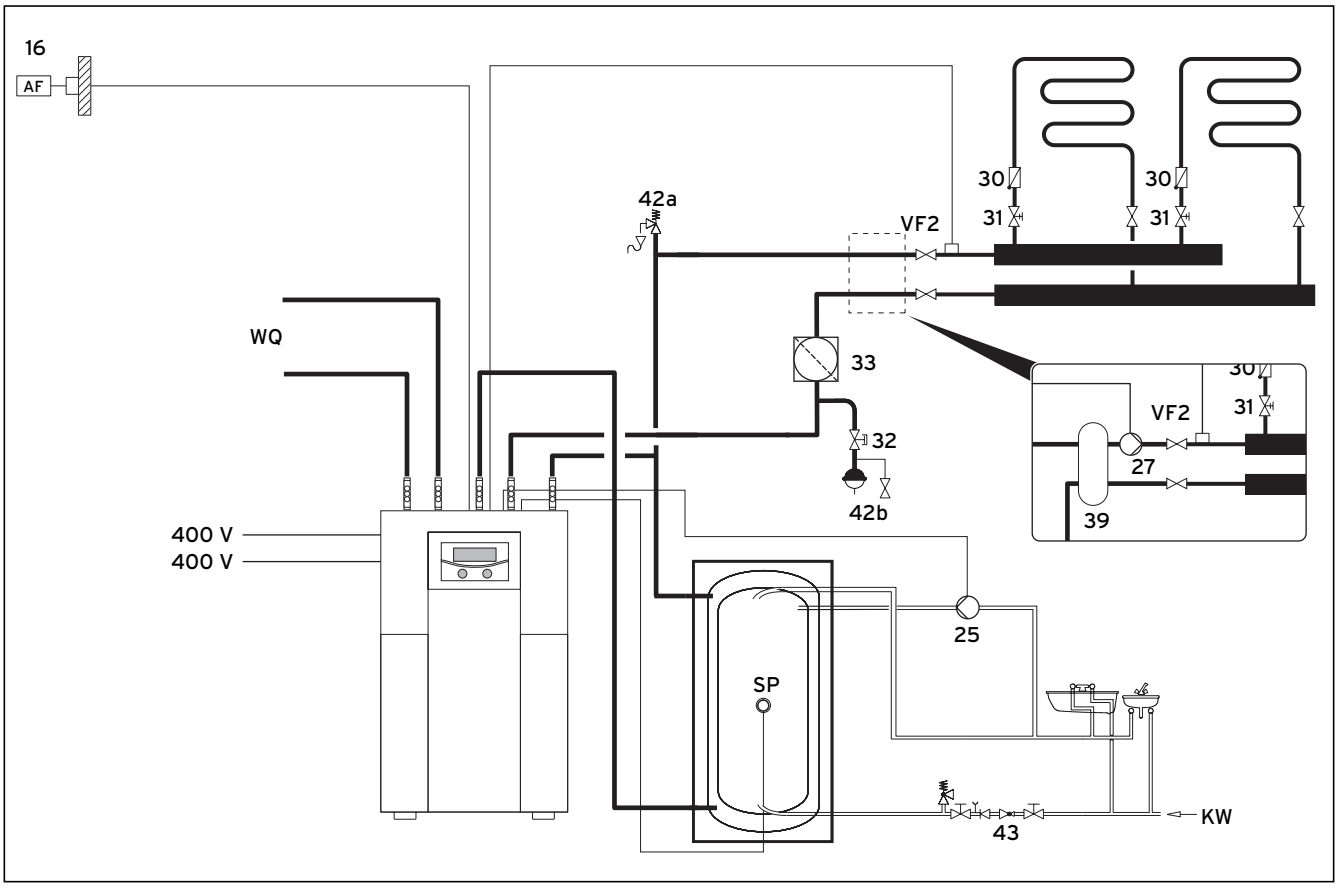

**Afb. 6.10 Hydraulisch schema 3**
**Legenda bij afb. 6.10**
**Mocht een hydraulische ontkoppeling van het CV-circuit noodzakelijk zijn, installeer dan een open verdeler alsmede een externe CV-pomp zoals getoond in afb. 6.10.**